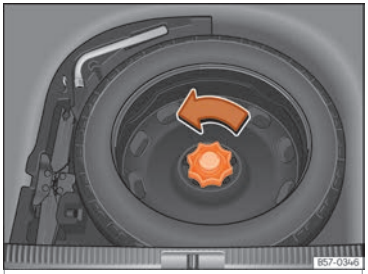

Fig. 237 Dans le coffre à bagages : plancher de chargement soulevé.
- Tournez la molette dans le sens inverse des aiguilles d'une montre ››› fig. 237.